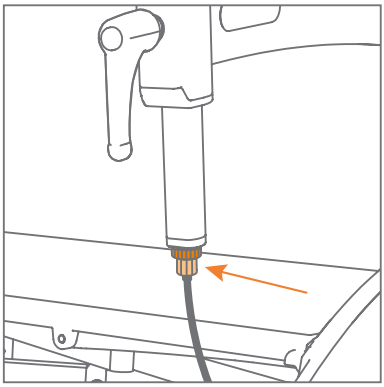

Figuur 57: Detail remafstelling via de stelschroef bovenin, net onder de borgring.
b. Draai eerst de borgring los (trek de kabel naar beneden om het gemakkelijker te maken). Dit geeft u de ruimte om de stelschroef eronder vaster te draaien of losser te maken **(Figuur 57)**.